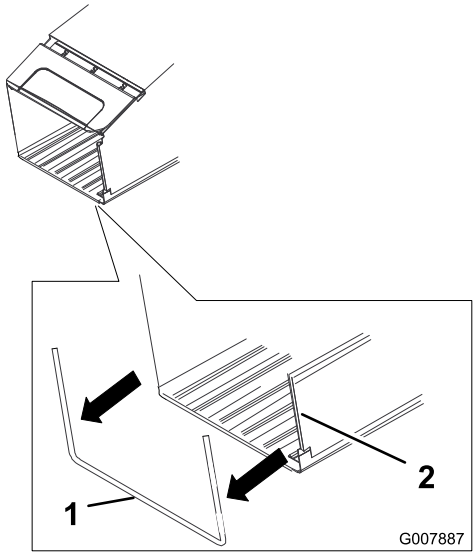

Figur 6
1. Sätt fast gräsuppsamlarens två sidokanaler på gräsuppsamlarramen enligt (Figur 6).